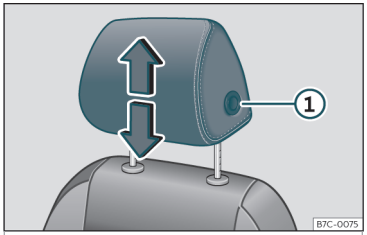
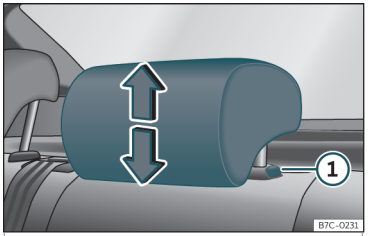

Fig. 98 Asiento delantero: regulación del apoyacabezas.
Fig. 99 Apoyacabezas trasero: regulación del apoyacabezas.
- Agarre el apoyacabezas con ambas manos por los lados y empuje hacia arriba hasta encajarlo en la posición deseada. Para bajarlo, haga la misma acción, pulsando el botón lateral ① ››› **fig. 98** ››› **fig. 99**.
- Presione el botón lateral ››› **fig. 98** ① y extraiga el apoyacabezas.